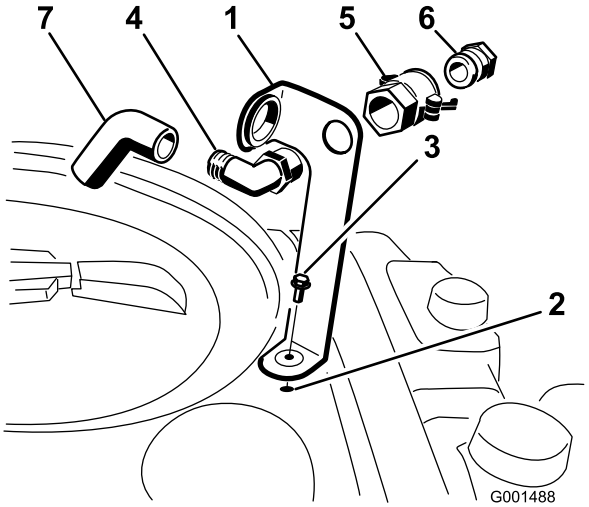

Figur 3
1. Placer beslaget til påfyldningskoblingen på hullet med gevind i tanken, og fastgør det med en flangehovedbolt (5/16 x 3/4 tomme) (Figur 3).
2. Før 90-grader-knærørets gevindende gennem beslaget, og skru hurtigkobleren på beslaget (Figur 3).
3. Monter slangeadapteren på hurtigkobleren (Figur 3).
4. Fastlås adapteren ved at svinge håndtagene mod adapteren og derefter fastgøre dem med låseclipsene (Figur 3).
5. Monter påfyldningsslangen gennem den store åbning i beslaget og på modhageenden af 90-grader-knærøret (Figur 3).